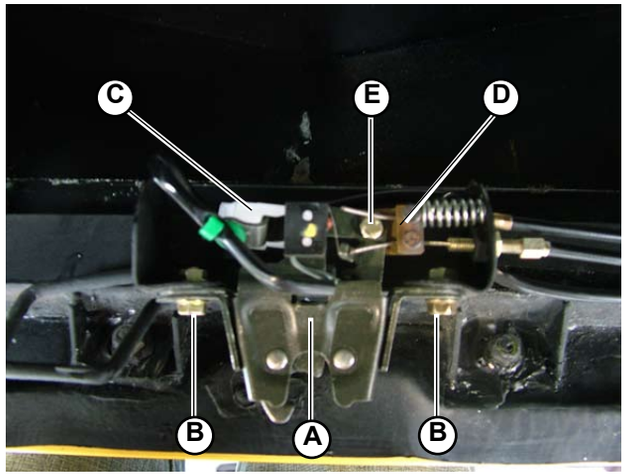

Fig.3
1. Screw the lock (**A-Fig.3**) to the frame using the 2 screws (**B-Fig.3**).
2. Connect the connector (**C-Fig.3**).
3. Fix the plate (**D-Fig.3**) with the opening cables using the screw (**E-Fig.3**).